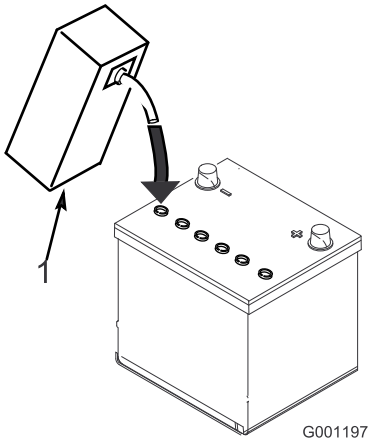

Figur 5
3. Fyll försiktigt varje cell med elektrolyt tills plattorna är täckta med ca 6 mm vätska (Figur 5).
4. Låt elektrolyten sugas upp av plattorna under 20 till 30 minuter. Fyll på elektrolyt så att nivån kommer upp till ca 6 mm från botten av påfyllningshålet (Figur 5).